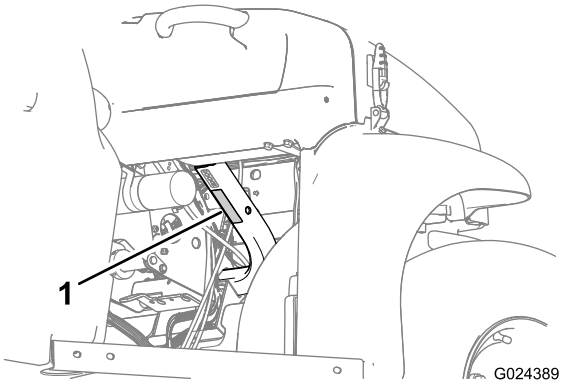

Figur 20
- Notera maskinens viktkapacitet och begränsa vikten på den last du transporterar i lastlådan enligt Specifikationer (sida 16) och enligt dekalen med maskinens bruttovikt (Figur 20).